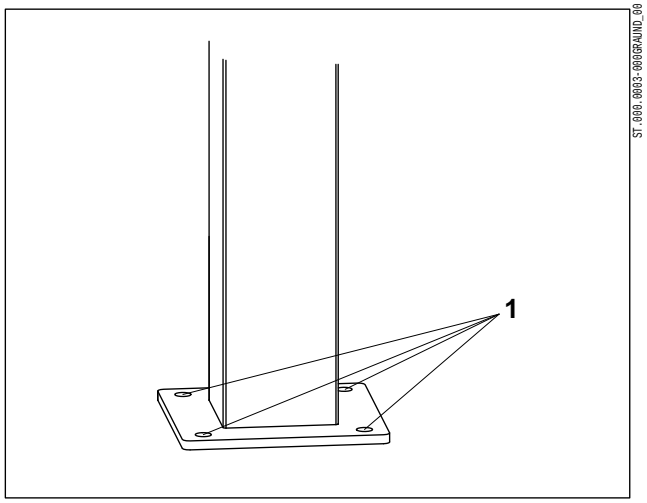

Abb. 2 Bodenplatte der Stele
2. Zeichnen Sie die vier Bohrungen mithilfe der Bodenplatte (Abb. 2/1) der Stele auf dem Betonfundament an.